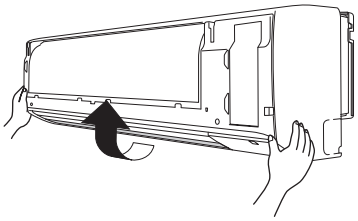

Fig. 3-16
(6) Soulever la grille dans le sens indiqué par la flèche et la tirer vers soi pour l'enlever. (Fig. 3-16)